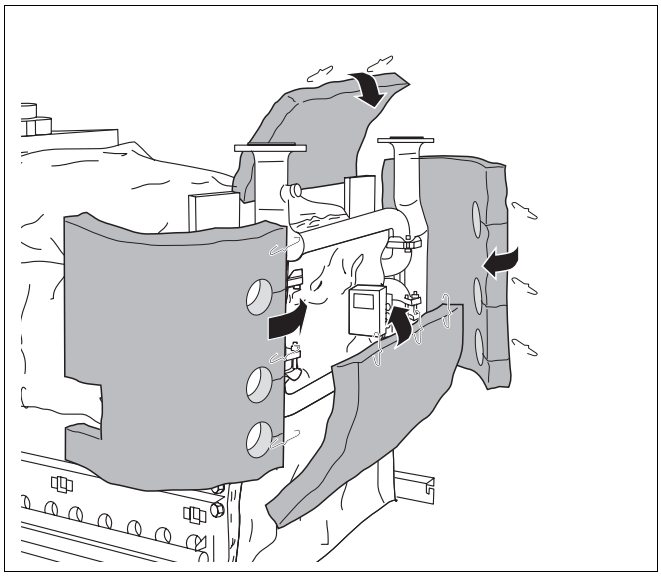
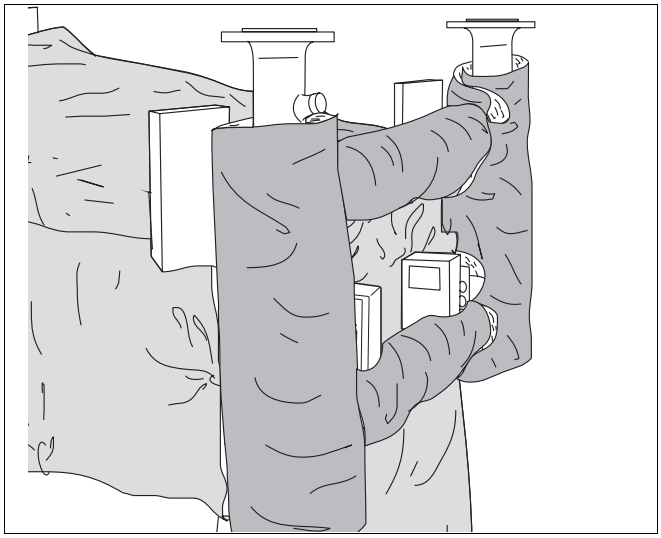

Afb. 66 Isolatie van de leidingen aanbrengen
Afb. 67 Isolatie compleet gemonteerd
Isolatie van de leidingen aanbrengen (afb. 66 en afb. 67).
- Plaats de isolatie (links en rechts) om de verticale leidingen en bind ze samen met bevestigingsveren. De dwarsleidingen worden door de bovenste en onderste ronde uitsparing gevoerd (afb. 66).
- Leid de stelmotor door de middenste ronde uitsnijding (afb. 66).
- Plaats de isolatie (boven en onder) om de dwarsleidingen en trek ze samen met bevestigingsveren (afb. 66).